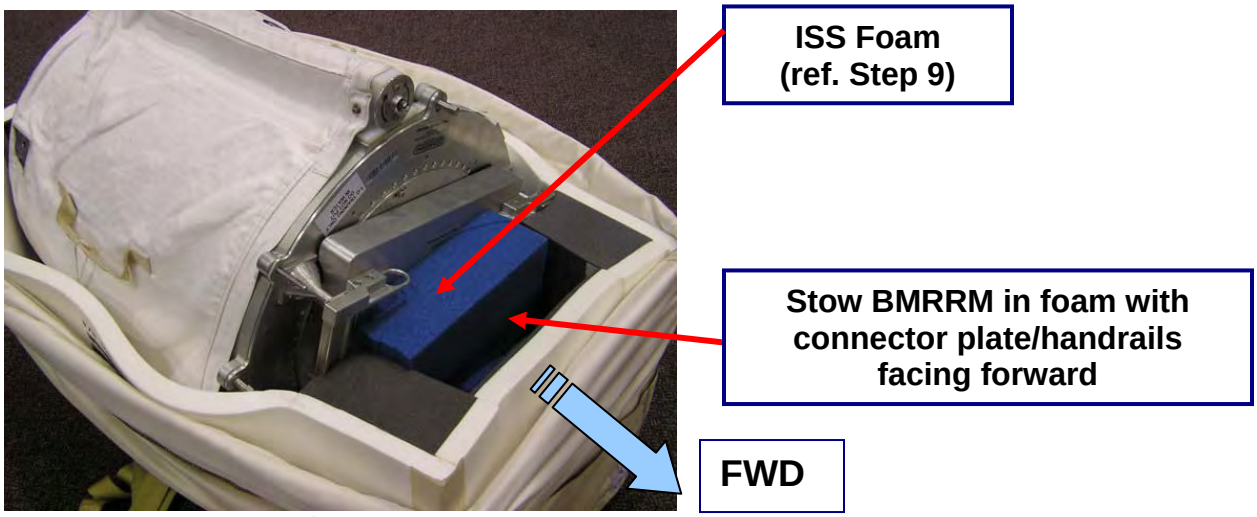

Figure 3
Step 8: Stow BMRRM in IELK foam per Figures 3 & 4.